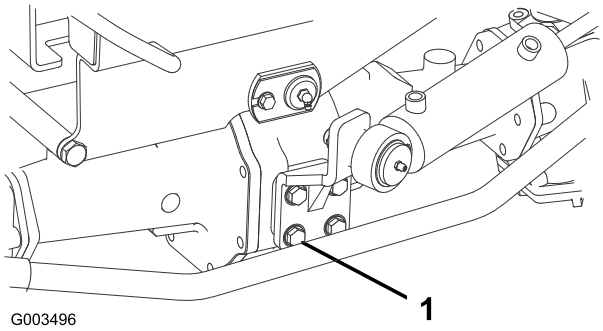

**Figur 54**
2. Kontroller tilspændingsmomentet for styretøjscylinderens monteringsbolte (Figur 54). Momentet bør være 65 til 81 Nm.